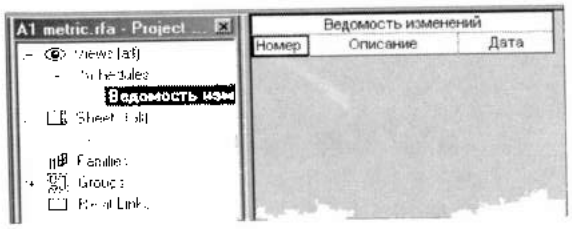

Рис. 35.19. *Ведомость исправлений (незаполненная)*
7. Нажать OK. Будет создана пустая ведомость изменений (рис. 35.19).